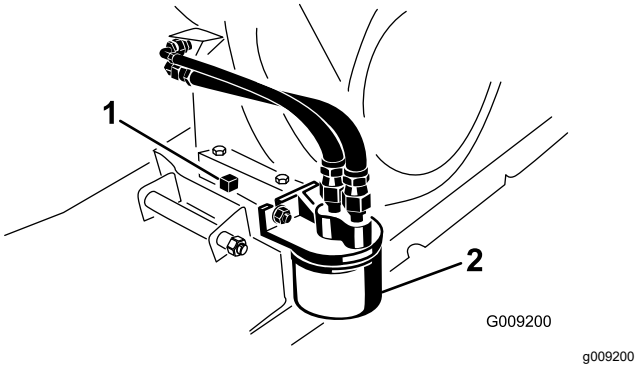

Figura 36
7. Coloque um recipiente de escoamento debaixo do bujão de drenagem (Figura 36).
8. Retire o tampão de escoamento e o vedante (Figura 36).
2. Retire o filtro do óleo existente (Figura 36).
4. Enrosque o novo filtro no adaptador do filtro até que a junta entre em contacto com a placa de montagem; em seguida, aperte o filtro mais ½ a ¾ de volta (Figura 36).